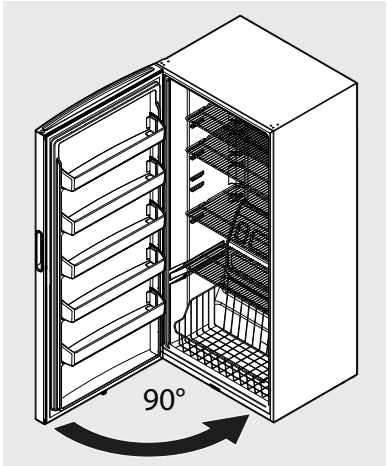

Figure 9
19. Faites glisser la goupille de la charnière du bas à 90° sur la carrosserie du congélateur et fermez la porte (voir figure 9).